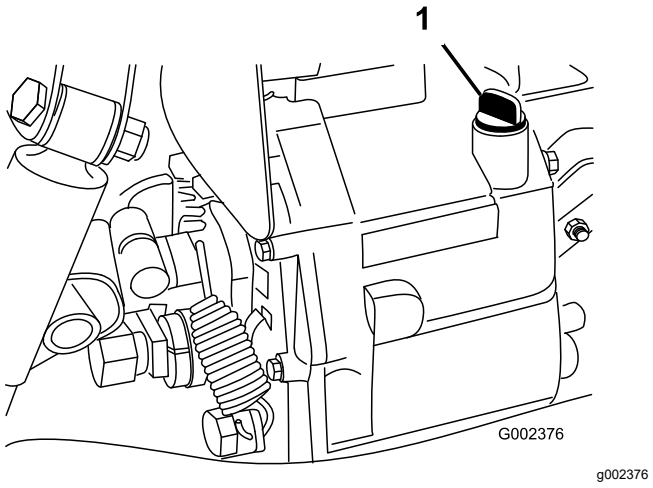

**Bild 66**
4. Reinigen Sie den Bereich um den Peilstab (Bild 66).